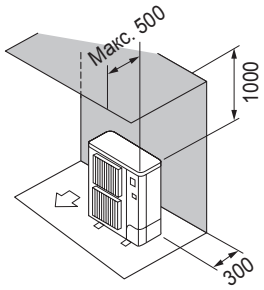

Fig. 3-6
② Окружающие предметы - только сзади и сверху (Fig. 3-6)